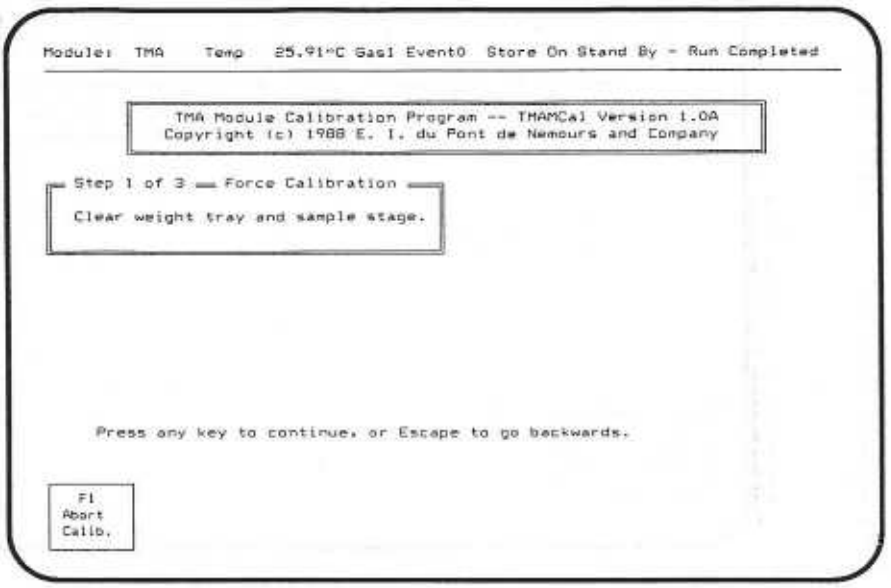

Bild 46
1. Drücken Sie F1 (Force). Es erscheint der in Abb. 46 gezeigte Bildschirm.